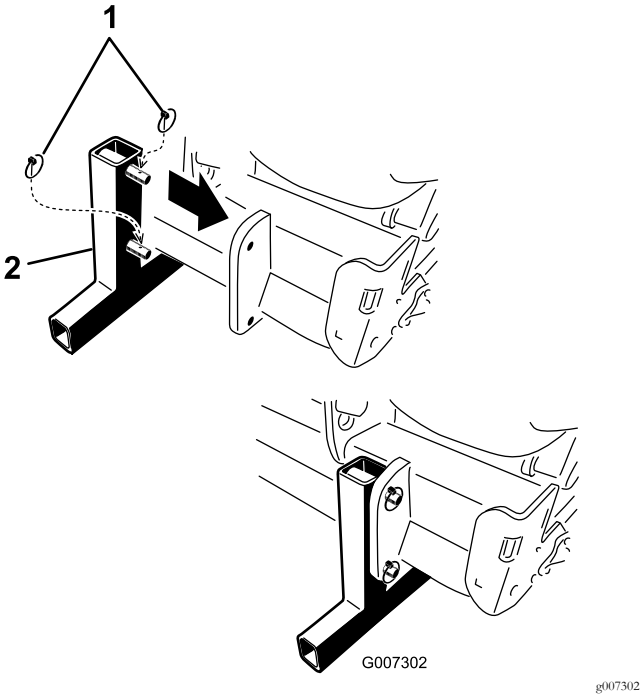

Figur 44
5. Monter lagringspilarene og fest dem til luftemaskinen med ringstiftene (Figur 44).